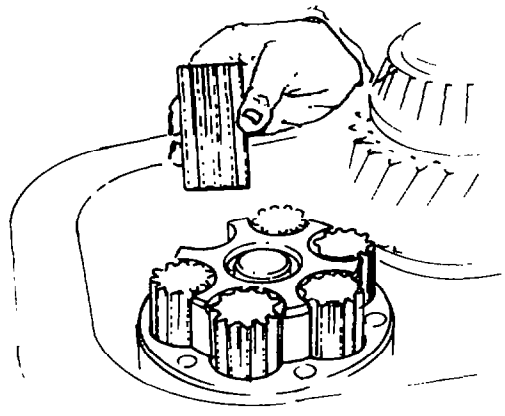

Fig. 252 — Installing Planetary Gears
o. Align the planet cage retaining bolt holes with the main drive shaft bolt holes, then mesh the planet cage external splines with the main drive shaft internal splines. Install the retaining bolts and torque to 75 – 100 Nm (55 – 75 lb.ft), then install the planet gears (see fig. 252).